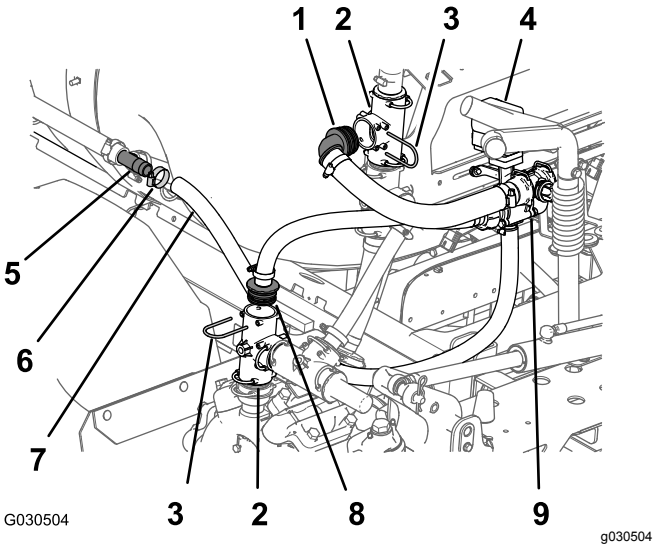

Figur 66
2. Vid spruttankens vänstra sida (bredvid den bakre stänkskärmen) tar du bort slangklämman och slangen (1 tums innerdiameter) från T-kopplingen med hulling på det omrörningsmunstycke som sitter längst bak (Figur 66).
3. Vid utloppsporten för sprutans pump tar du bort hållaren och den raka navkopplingen från den lodrätt monterade T-kopplingen enligt Figur 66.
4. På vänster sida om förgreningsrörets fäste tar du bort hållaren och 90-graders navkopplingen från den övre, lodrätt monterade T-kopplingen enligt Figur 66.